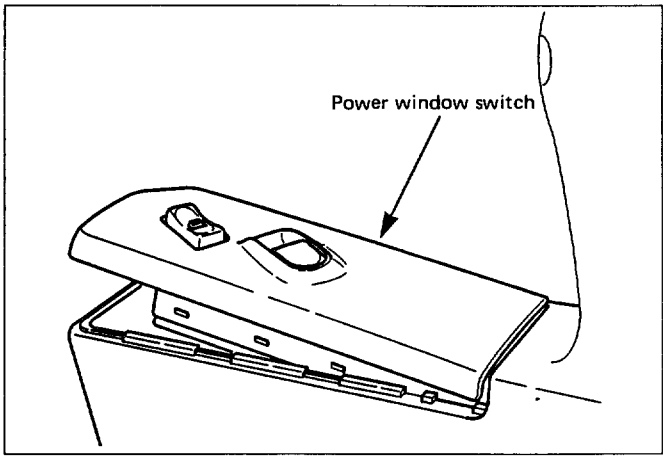

Fig. 10-35
- Pry the power window switch out and disconnect switch connector. (Fig. 10-35)